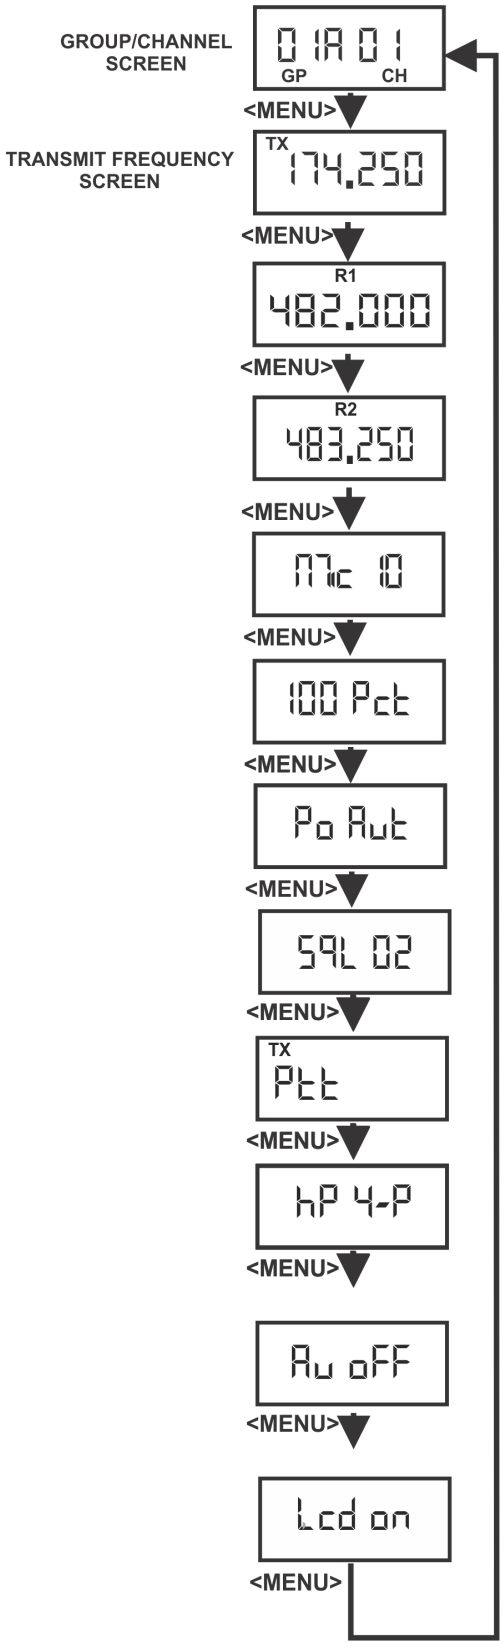

**FIGURE 73.**
*See Groups and Channels Instructions. The menu structure in Figure 73 indicates how to get to the transmit frequency screen.*